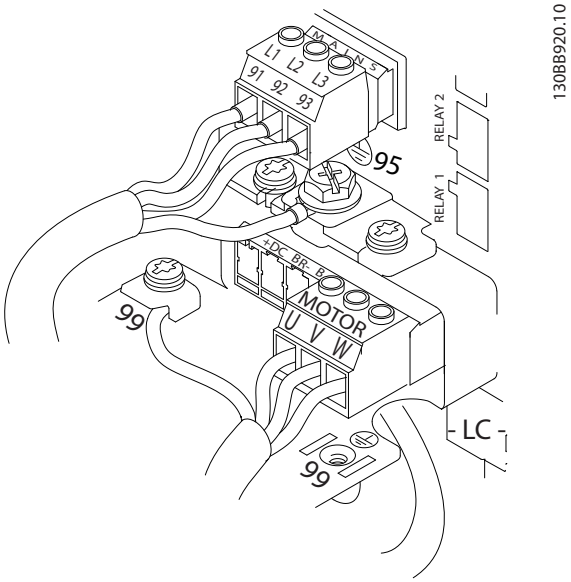

Рисунок 4.6 Пример подключения кабелей двигателя, силовых кабелей и заземления
На *Рисунок 4.6* показано подключение сетевого питания, двигателя и заземления для базовых преобразователей частоты. Фактические конфигурации отличаются для разных типов устройств и дополнительного оборудования.
1. Подключите проводку трехфазной сети переменного тока к клеммам L1, L2, и L3 Подключите проводку трехфазной сети переменного тока к клеммам L1, L2, и L3 (см. *Рисунок 4.6*).